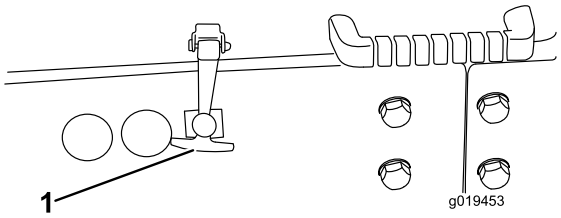

Bild 28
1. Stellen Sie die Maschine auf eine ebene Fläche. Lösen Sie den Haubenriegel (Bild 28) und heben Sie die Haube an.